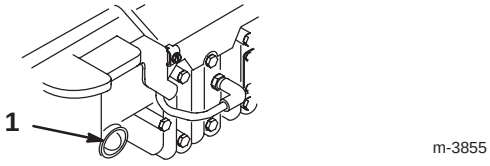

Bild 11
2. Drücken Sie die Starthilfe dreimal, wobei Sie zwischen jedem Drücken eine Sekunde verstreichen lassen sollten (Bild 11).